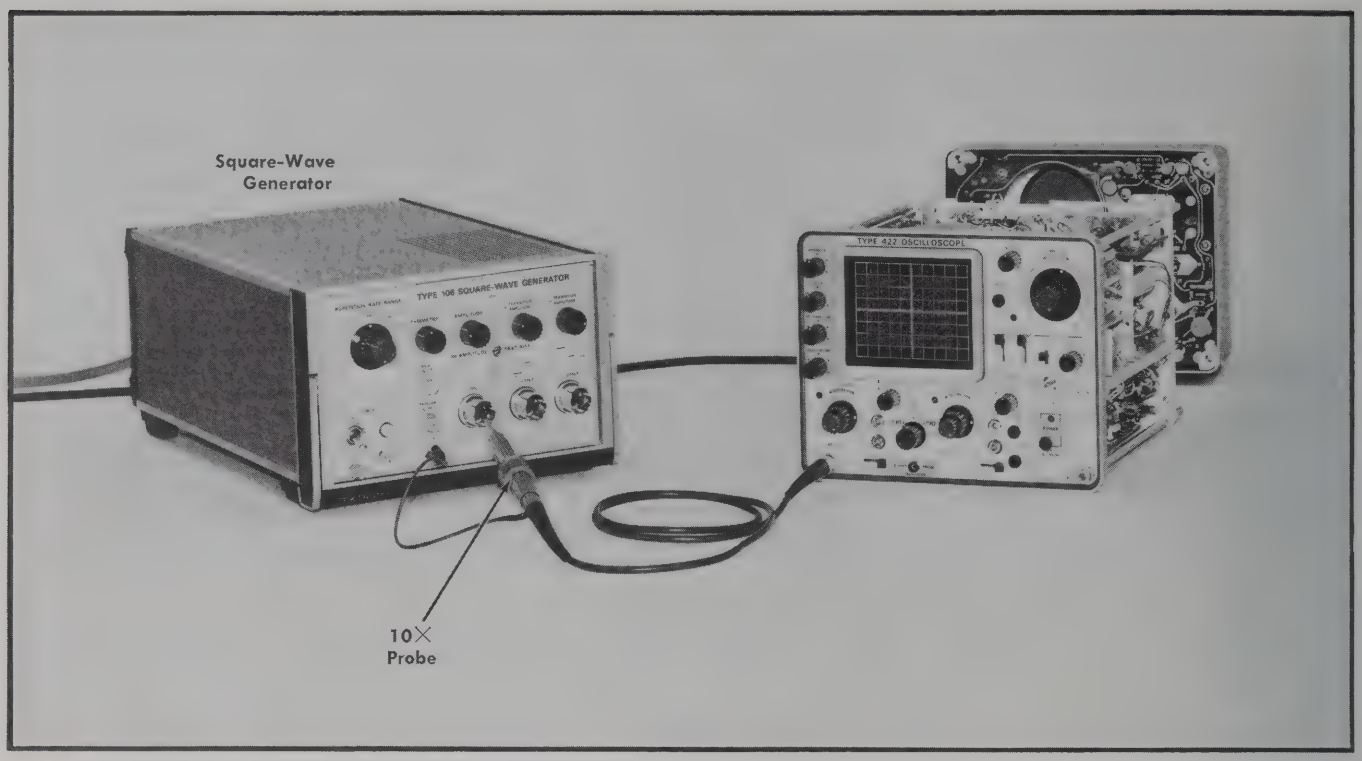

Fig. 6-21. Initial test equipment setup for steps 20—22.
a. Test equipment setup is shown in Fig. 6-21.